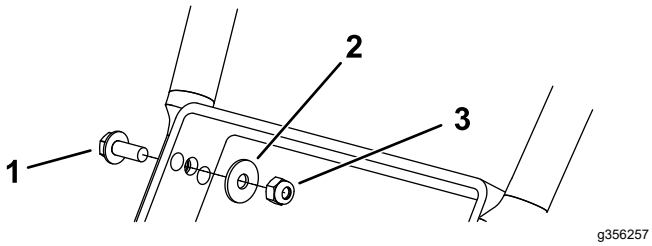

**Figure 7**
1. Bolt—M8 x 20 mm (2)
2. Washer—M8 (2)
3. Locknut—M8 (2)
**Note:** Use the front hole for the highest position; use the rear hole for the lowest position. Install the bolts with the head facing outward as shown in Figure 7.